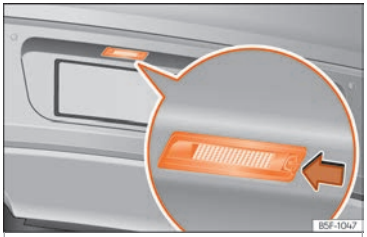

Fig. 121 In the rear bumper: number plate light.
1. Press the number plate light in the direction of the arrow ››› Fig. 121.